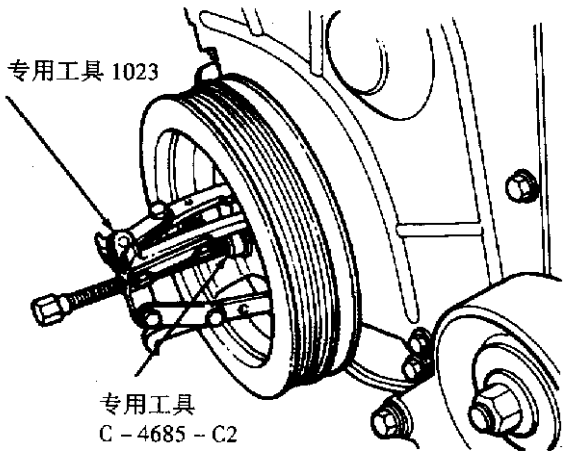

图 3－110　拆卸曲轴皮带轮
①拆开蓄电池电线。
②升起汽车。
③拆下右轮和内挡泥板。
④拆下驱动皮带。
⑤拆下曲轴皮带轮(图 3－110)。